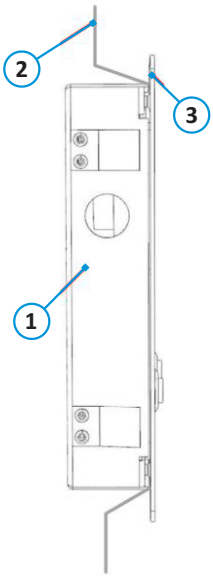

Рис. 6- Сборка и монтаж вызывной панели. Вариант 3.
1. В корпус (поз.1 рис.6) через отверстия подводится кабель подключения (входной);
3. Корпус с универсальными крепежными пластинами (поз.2 рис.6) устанавливается в стену. В зависимости от толщины стены пластины гнутся так, чтобы обеспечить надежное крепление вызывной панели в стене;
4. Панель (поз.3 рис.6) притягивается к корпусу с помощью винтов с внутренним шестигранником, входящих в монтажный комплект.